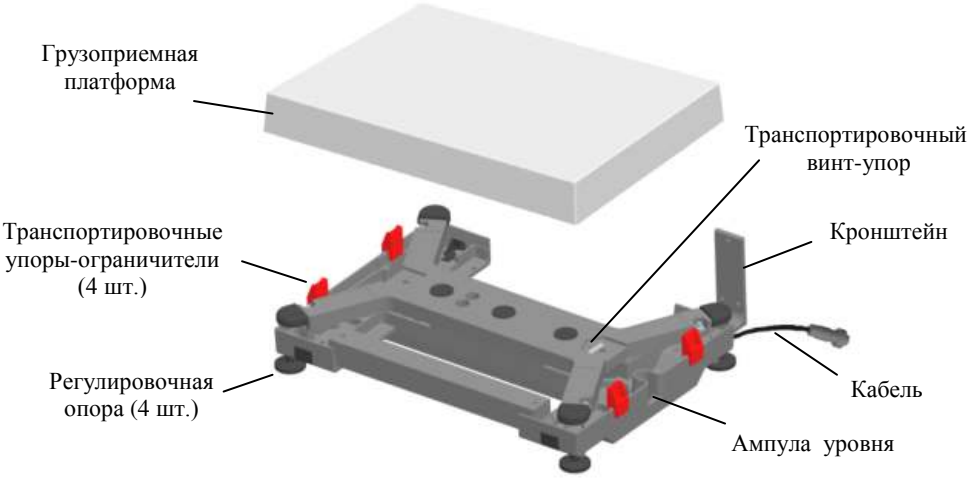

Рис. 3.1 - Модуль взвешивающий
3.1 Снять с модуля взвешивающего грузоприемную платформу и удалить транспортировочные упоры-ограничители (Рис. 3.1).